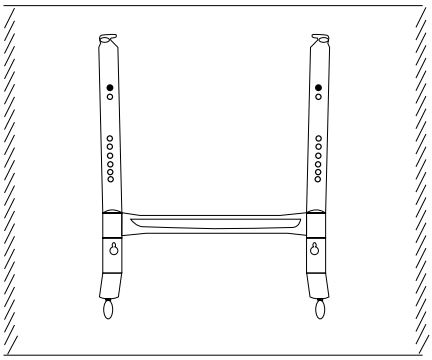

Рис. 5
- поместить кронштейн на стену и закрепить его (*рис. 5*);